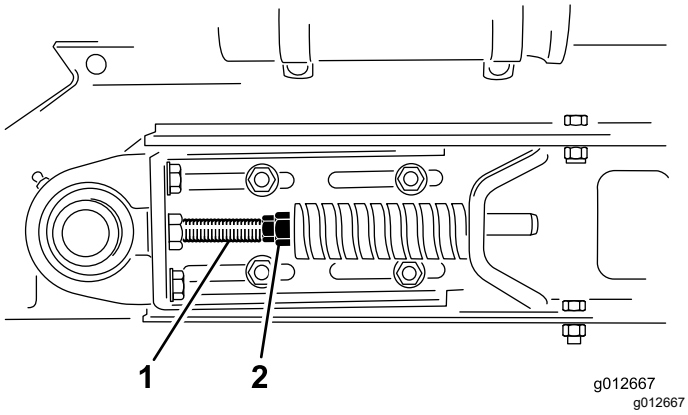

**Figur 30**
1. Løsne fremre og bakre låsemutre på strekkstangen for å frigjøre fjærspenning (Figur 30).